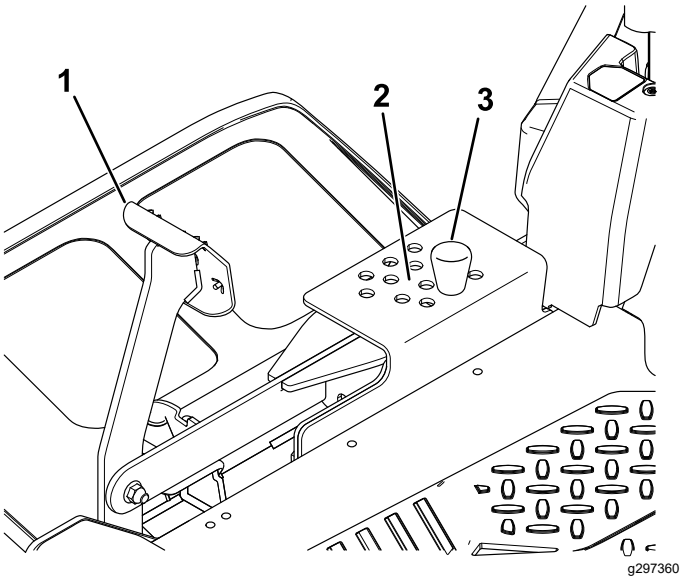

Rysunek 36
2. Aby wyregulować, wyjmij sworzeń ze wspornika wysokości cięcia (Rysunek 36).
3. Wybierz otwór w systemie wysokości koszenia odpowiadający żądanej wysokości koszenia i włóż w niego sworzeń (Rysunek 36).